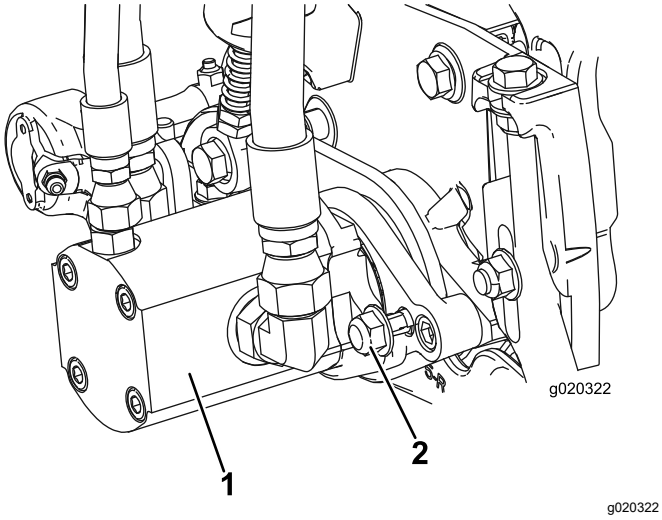

Figuur 11
16. Plaats de motor door deze rechtsom te draaien zodat de borgmoeren niet in de weg zitten van de flenzen van de motor (Figuur 11). Draai de motor linksom totdat de flenzen om de moeren zitten en draai vervolgens de moeren vast.